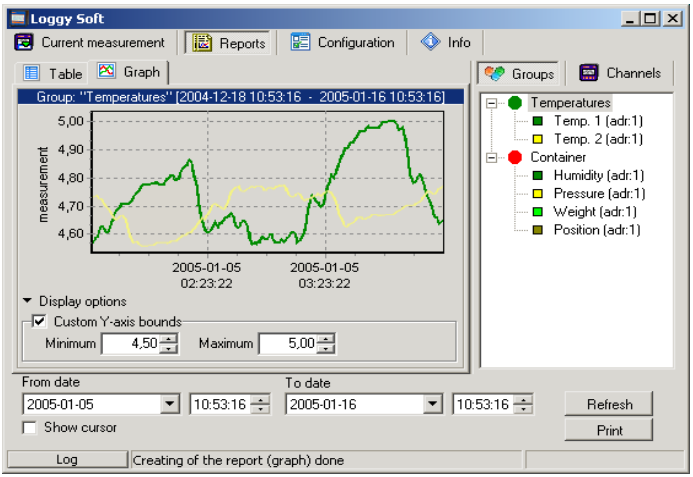

Fig. 3.6. ***Reports - Graph*** *tab*
Graph tab (**Fig. 3.6**) is used for viewing and printing of measurement results recorded by device (e.g. temperature, humidity) in the form of a graph. Measurements from a maximum of five recorded measurement channels can be viewed.
- **graphs area** - plots measured values (e.g. temperature, humidity) in function of time. Each channel is distinguished by a different colour (**Fig. 3.6**);
- click appropriate tab ***Groups*** or ***Channels*** (**Fig. 3.6**),